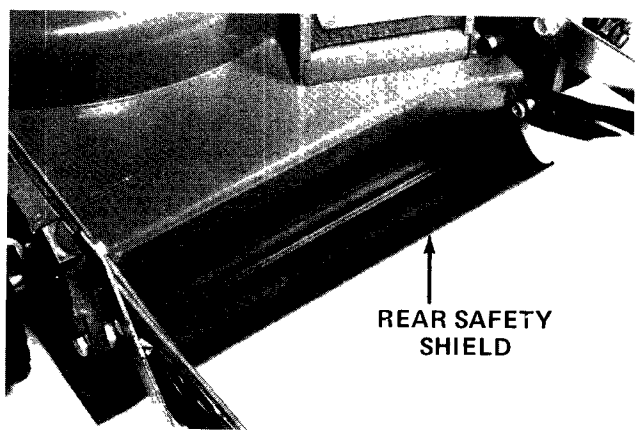

Figure 14
**The rear shield (Fig. 14) is a safety device; therefore, DO NOT REMOVE REAR SAFETY SHIELD FROM MOWER HOUSING. The shield protects the operator, pivots to ride over uneven turf, and does not affect mobility, even when backing up. If shield is ever damaged or does not operate properly, replace it. Without the shield mounted in place, debris or rocks could possibly be thrown rearward from under mower housing.**